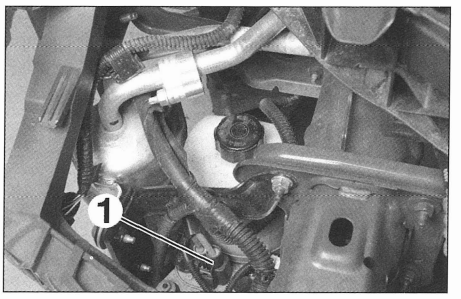

FIG. 11
- los conectores (1) de la bomba de dirección asistida **(fig. 11)**.